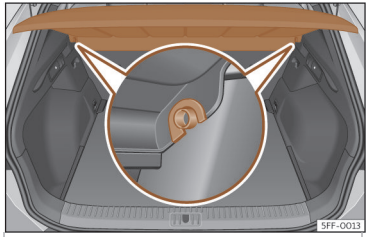

Fig. 112 En el maletero: desmontar y montar la bandeja.
- Desencaje la bandeja de los soportes laterales››› **fig. 112** tirando de ella hacia arriba y extraiga la bandeja.
- Introduzca la bandeja horizontalmente haciendo coincidir la “herradura” sobre el eje de los soportes››› **fig. 112** , y presione hacia abajo hasta que encastre.